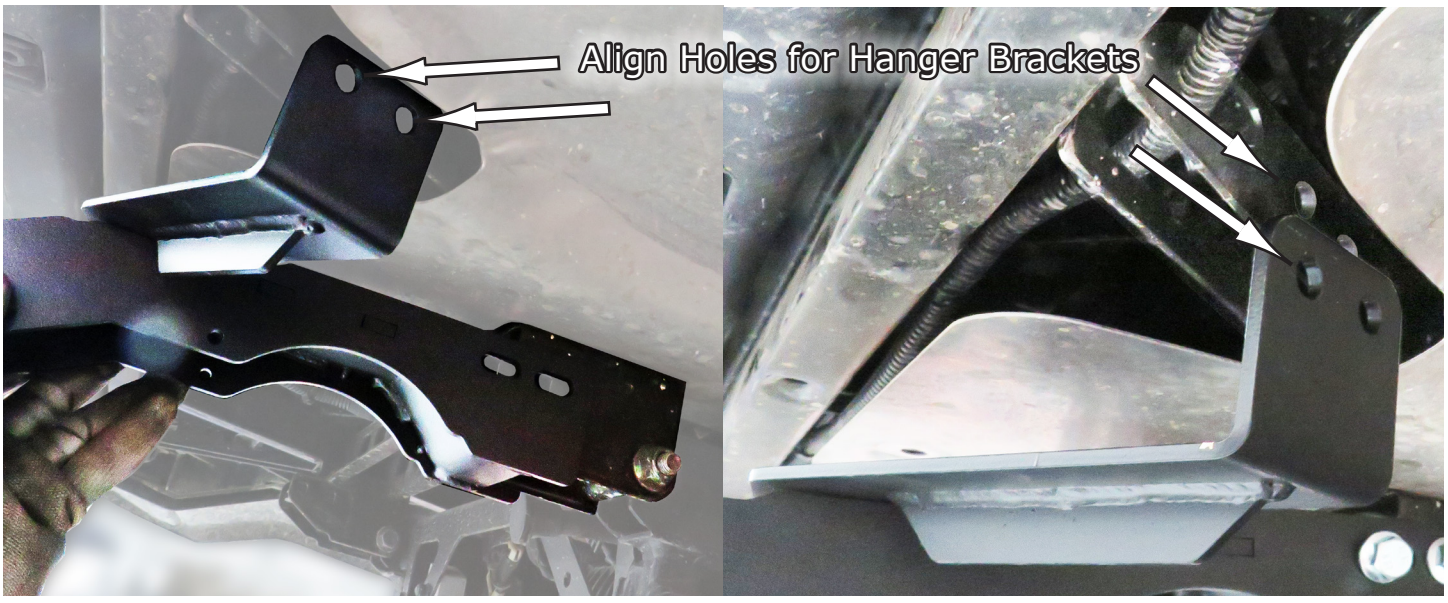

Fig.4
4.As you are aligning the holes, don't forget you will also need to align the holes in the **Hanger Brackets** to the frame as well. See **Fig.4**.